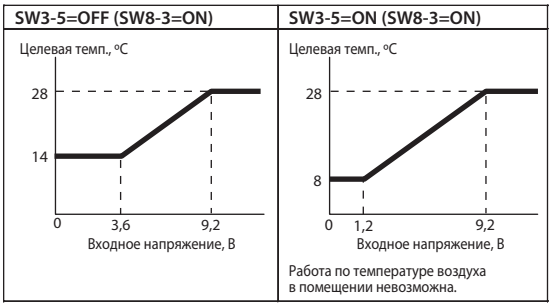

Рис. 4. Зависимость целевой температуры от управляющего сигнала
- Целевая температура воздуха задается с помощью внешнего аналогового сигнала 0~10 В, если DIP-переключатель SW8-2 установлен в положение ON. Предусмотрено 2 типа зависимости целевой температуры от напряжения управляющего сигнала: тип А и тип Б (см. рис. 4).